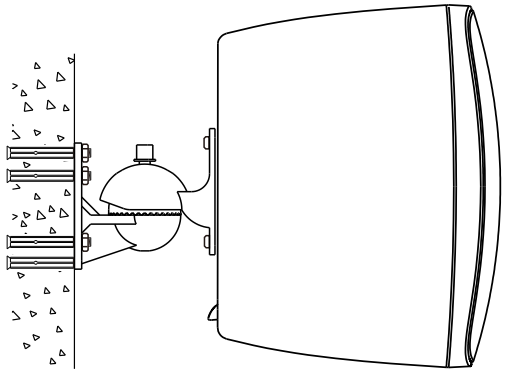

Figure 3
③ Combine the speaker brackets 1, 2, and 3 in order and tighten them with the bracket screw. (As shown in Figure 3)